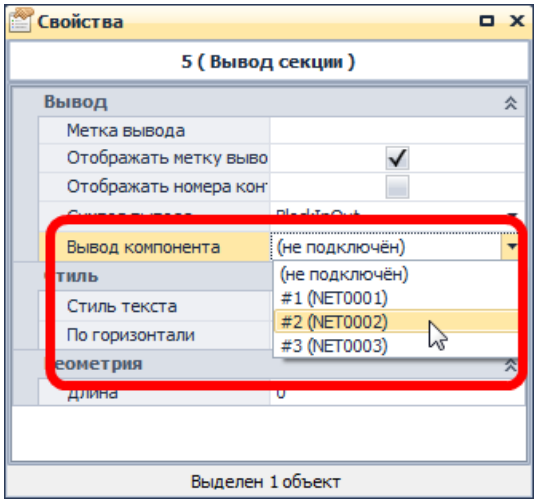

Рис. 587. Сопоставление вывода блока и порта на панели «Свойства»
2. С помощью пункта «Вывод компонента» в панели «Свойства», отображающего свойства выбранного вывода, см. Рис. 587.